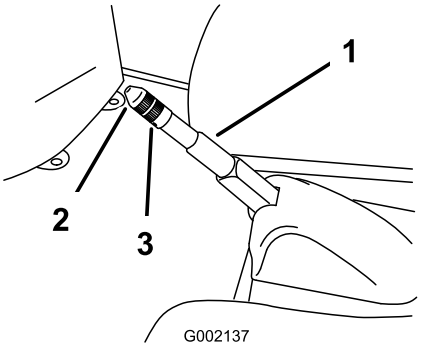

Figura 51
2. Allentate la vite a pressione che fissa la manopola alla leva del freno di stazionamento (Figura 51).